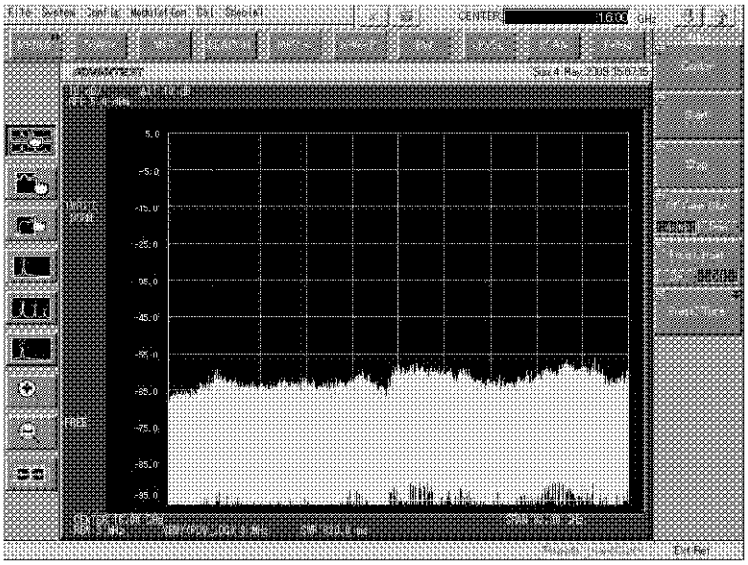

図 3-8　初期設定画面
5. 自己診断で、本器に異常がなければ図 3-8 に示す初期画面が表示されます。初期画面表示は、前回電源を切るときの設定状態により図 3-8 と異なります。